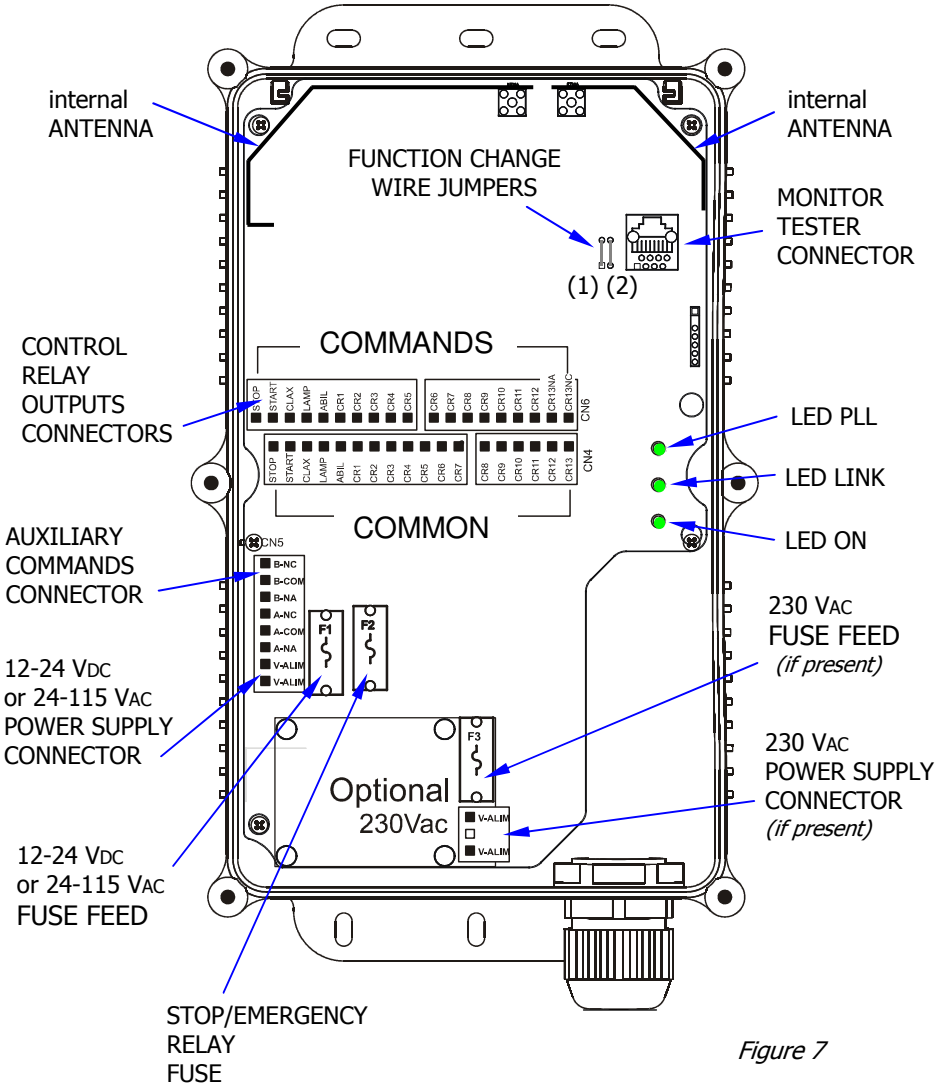

Figure 7
- In the receiver, check that the green LED ON is steady lit (see Fig. 7, 9) indicating that it is powered.
- Switch on the transmitter and check in the receiver that the green LED LINK has a fixed light (see Fig. 7, 9) indicating the correct communication between transmitter and receiver.
Press the Stop/Emergency button (see Fig. 1) and check in the receiver that the green LED LINK switches off (see Fig. 7, 9) indicating that the radio control has been deactivated.